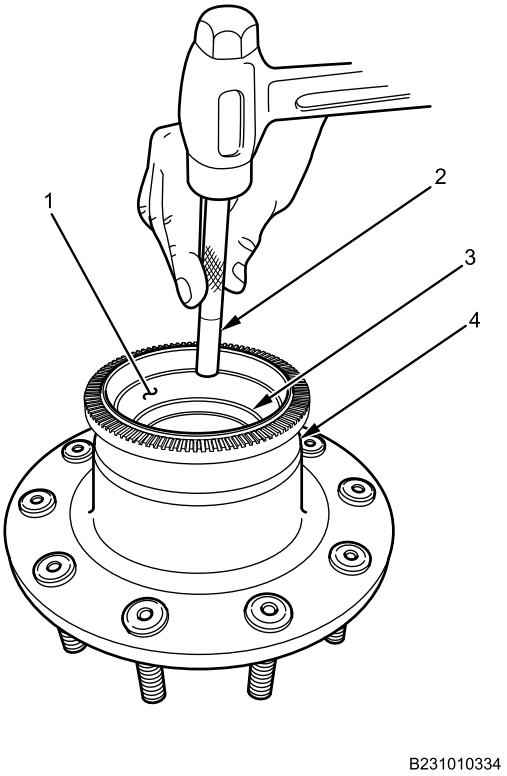

Figure 13. Inner Tapered Roller Cup.
1. Install new inner tapered roller cup (Figure 13, Item 1) into hub (Figure 13, Item 4) with brass punch (Figure 13, Item 2) until new tapered roller cup is fully to bottom of bore (Figure 13, Item 3).